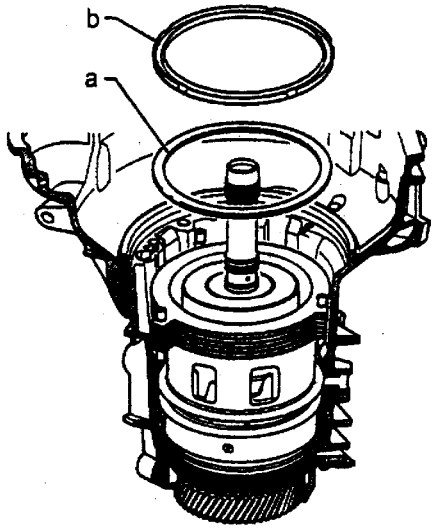

图 3-65
(23) 如图 3-65 所示，第 2 和第 4 档制动器 B2 的间隙是由止推环 b 所坐落的调整垫整片 a 确定的。不安装波纹垫片，装入最后一个 3mm 厚度的外摩擦片。确定调整垫片的厚度，装入调整垫片。把止推环 b 放到调整垫片上，光滑一侧朝向调整垫片。